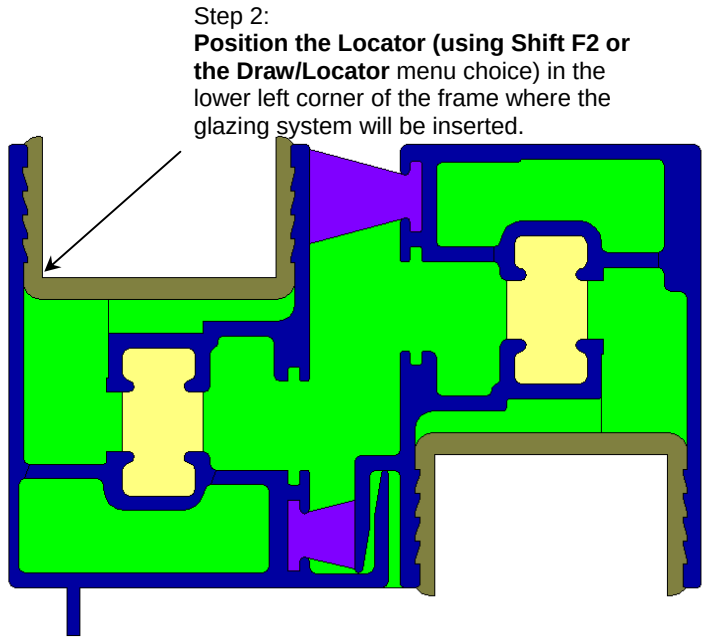

Figure 8-3. Position the Locator for the first glazing system.
2. Position the **Locator** (using the **Draw/Locator** menu choice, or pressing **Shift F2**) in the lower left corner of the frame where the first glazing system will be inserted, as shown in Figure 8-3.